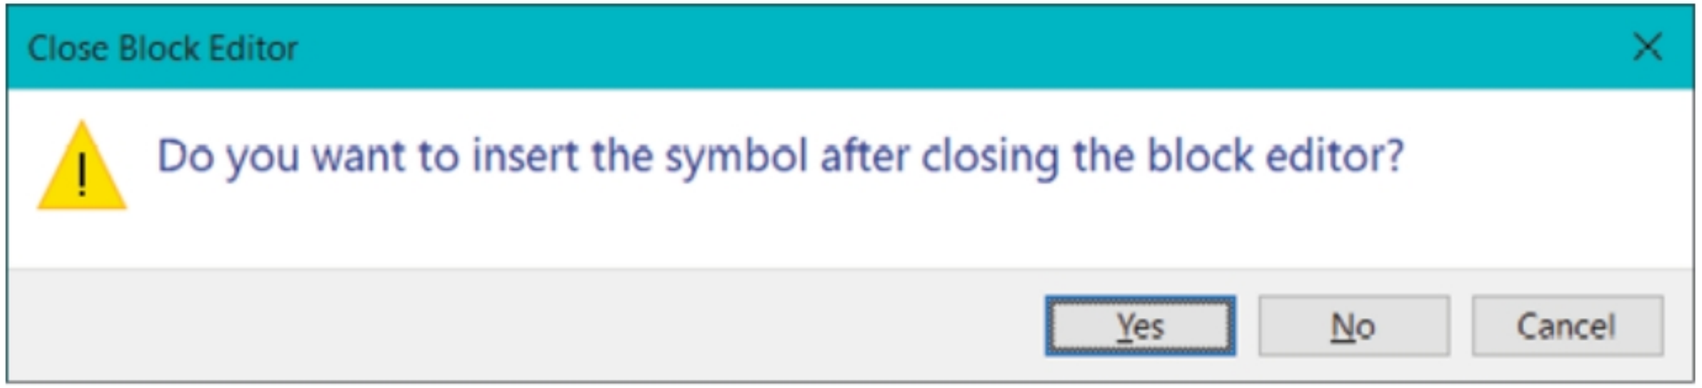

Figure-57. Close Block Editor dialog box
- Click on the **OK** button from the dialog box. The **Close Block Editor** dialog box will be displayed; refer to Figure-57.